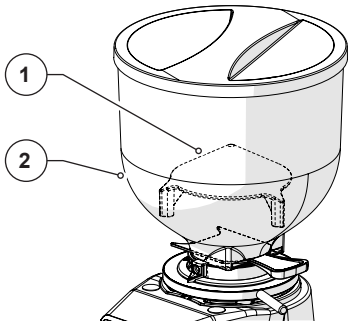

Рис. 3
- **Грибовидная защита от проникновения на бункере для кофейных зерен (Рис. 3)**